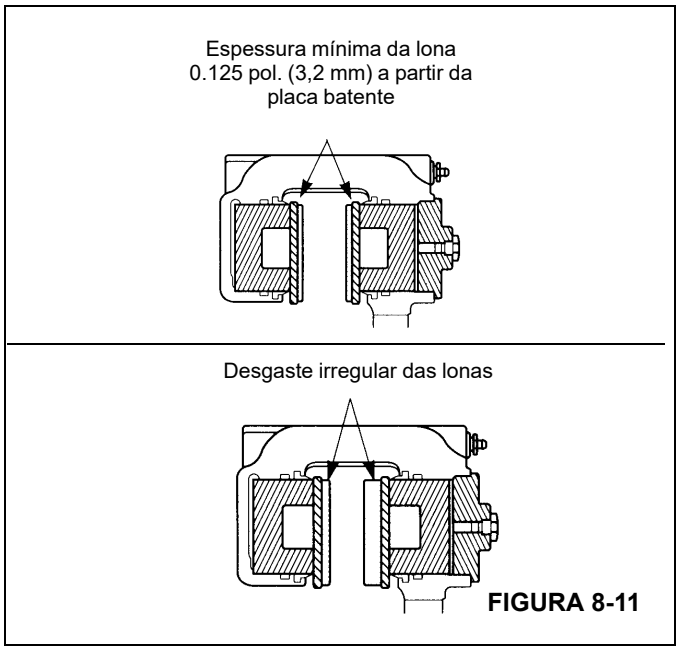

FIGURA 8-11
- Desgaste das lonas. Substitua as lonas quando a sua espessura for inferior a 0.125 pol. (3,2 mm) a partir da placa traseira (Figura 8-11).
- Desgaste irregular das lonas. Substitua as lonas se a espessura das duas lonas for significativamente diferente. Verifique se os pistões estão operando corretamente. Substitua o pistão e/ou a carcaça se um pistão ficar preso no furo. Verifique se a superfície do disco está plana e paralela às lonas (Figura 8-11).